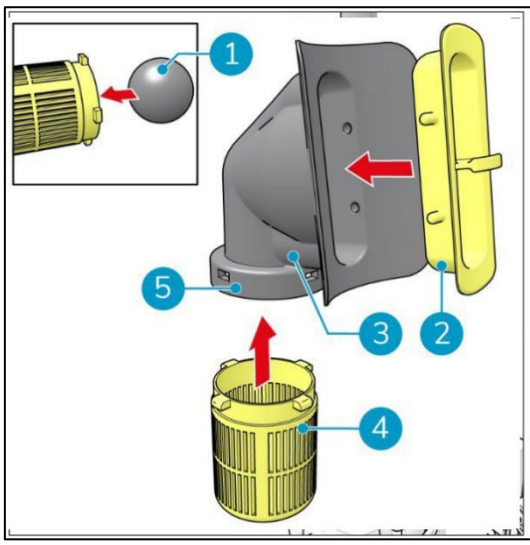

Figure 29
12. Place the floating ball in the float ball housing (Figure 29, pos 1).
13. Press the float ball housing (Figure 29, pos 4) into the rubber housing (Figure 29, pos 3). Make sure that the 4 nocks of the float ball housing fit into the holes in the rubber ring (Figure 29, pos 5).
14. Press the support frame (Figure 29, pos 2) in the rubber housing (Figure 29, pos 3). Make sure that the 4 nocks fit into the holes of the rubber housing.